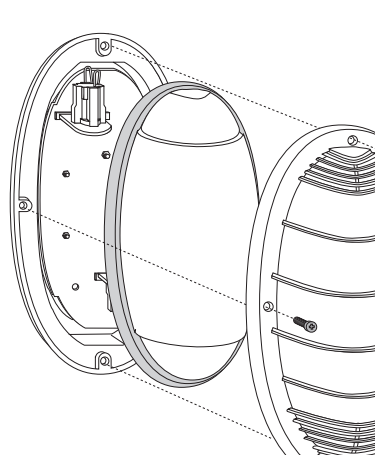

Fig.1
- Fix the plate, insert the lamp/s and remount the glas-cover tightening the four screws. **(fig.1)**.
- Enlever la couverture avec verre après avoir deserré les quatre vis **(fig.1)**.
- Fixer la plaque, inserer la lampe/s et remonter la couverture avec verre en serrant au fond les quatre vis **(fig.1)**.
- Die vier Schrauben lösen und den Glaß Deckel entfernen **(Abb.1)**.
- Die Platte befestigen, die Lampe einsetzen und den Glaßdeckel mit Hilfe der vier Schrauben wieder befestigen **(Abb.1)**.
- Extraiga la cubierta con vidrio, después de haber destornillado los cuatro pernos **(fig.1)**.
- Fije la placa-portaequipo, introduzca la(s) lampara(s) y cierra la cubierta con vidrio apretando los cuatro pernos **(fig.1)**.